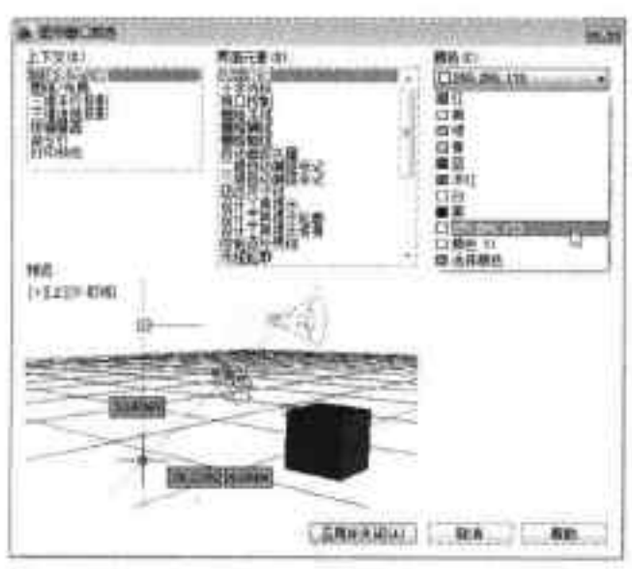

图1-70 选择背景颜色
Step03 在“图形窗口颜色”对话框中的“界面元素”下拉列表中，选择“统一背景”，并在“颜色”列表中选择合适的颜色，如图 1-70 所示。